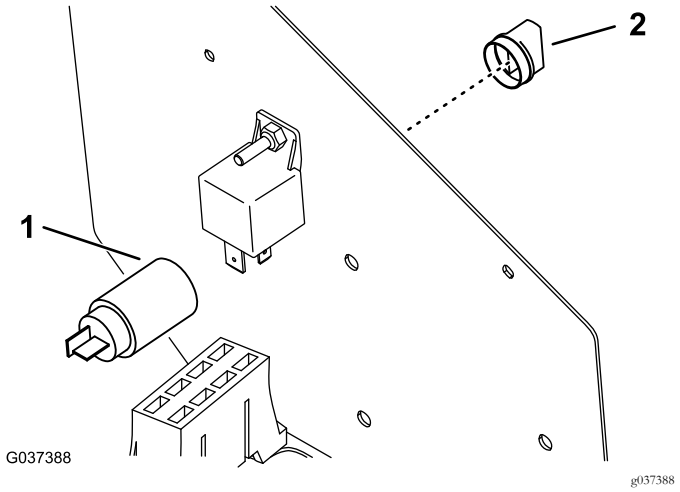

Figur 11
7. Ta bort pluggen som kan slås ut från sidan av kontrollpanelen (Figur 11).